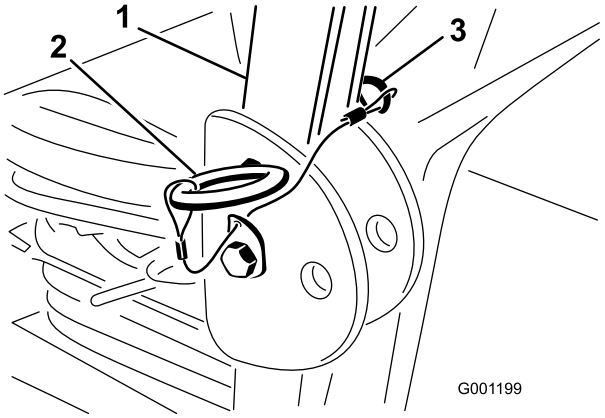

Bild 6
2. Klappen Sie den Überrollbügel hoch und entfernen Sie die Splinte und die zwei Stifte (Bild 6).